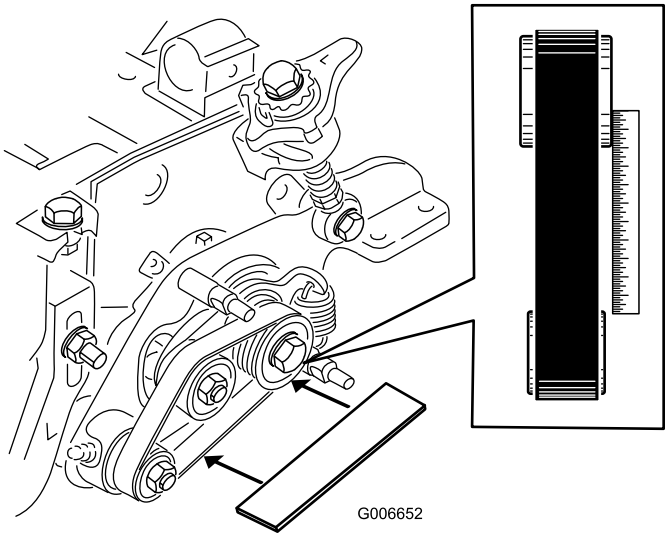

Figuur 12
- Leg een richtliniaal langs het buitenvlak van de **aandrijf**poelie (Figuur 12).